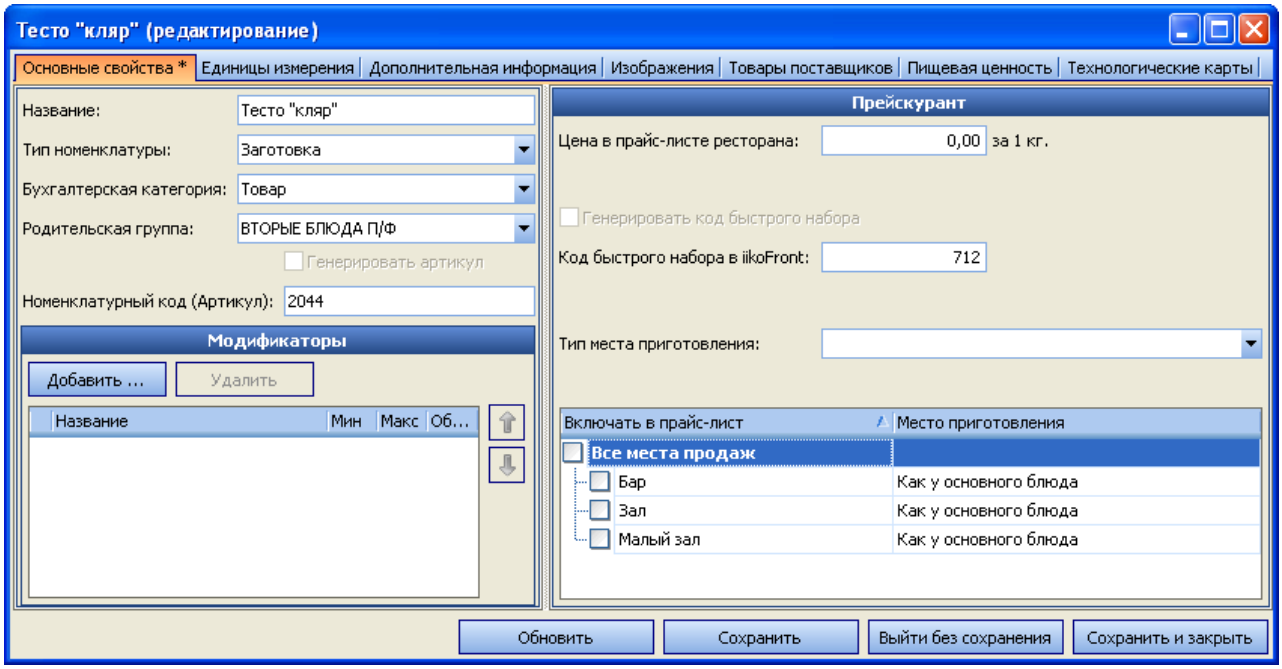

Рисунок 22 Элемент номенклатуры Заготовка
1. В случае создания заготовки, как элемента, который не будет непосредственно предлагаться для продажи, но при этом должен списываться при продаже блюда, в которое он входит, в колонке **Место приготовления** будет содержаться значение «Как у основного блюда», то есть списание будет производиться с того же склада, что и другие ингредиенты блюда (см. Рисунок 22).